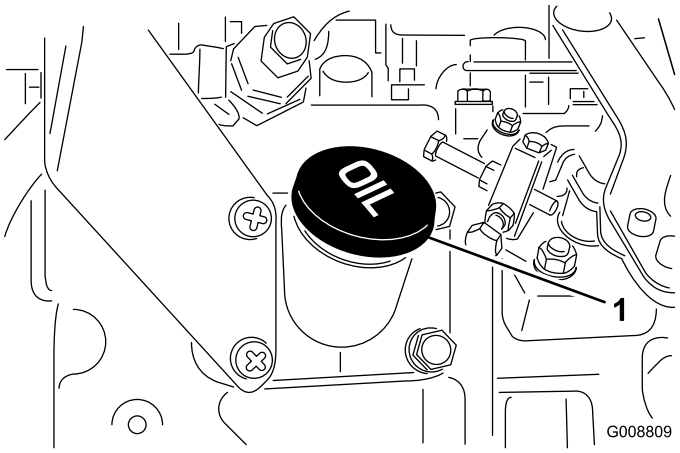

Figura 9
4. Si el nivel de aceite está por debajo de la marca Lleno, retire el tapón de llenado (Figura 9) y añada aceite hasta que el nivel llegue a la marca Lleno. **No llene demasiado.**